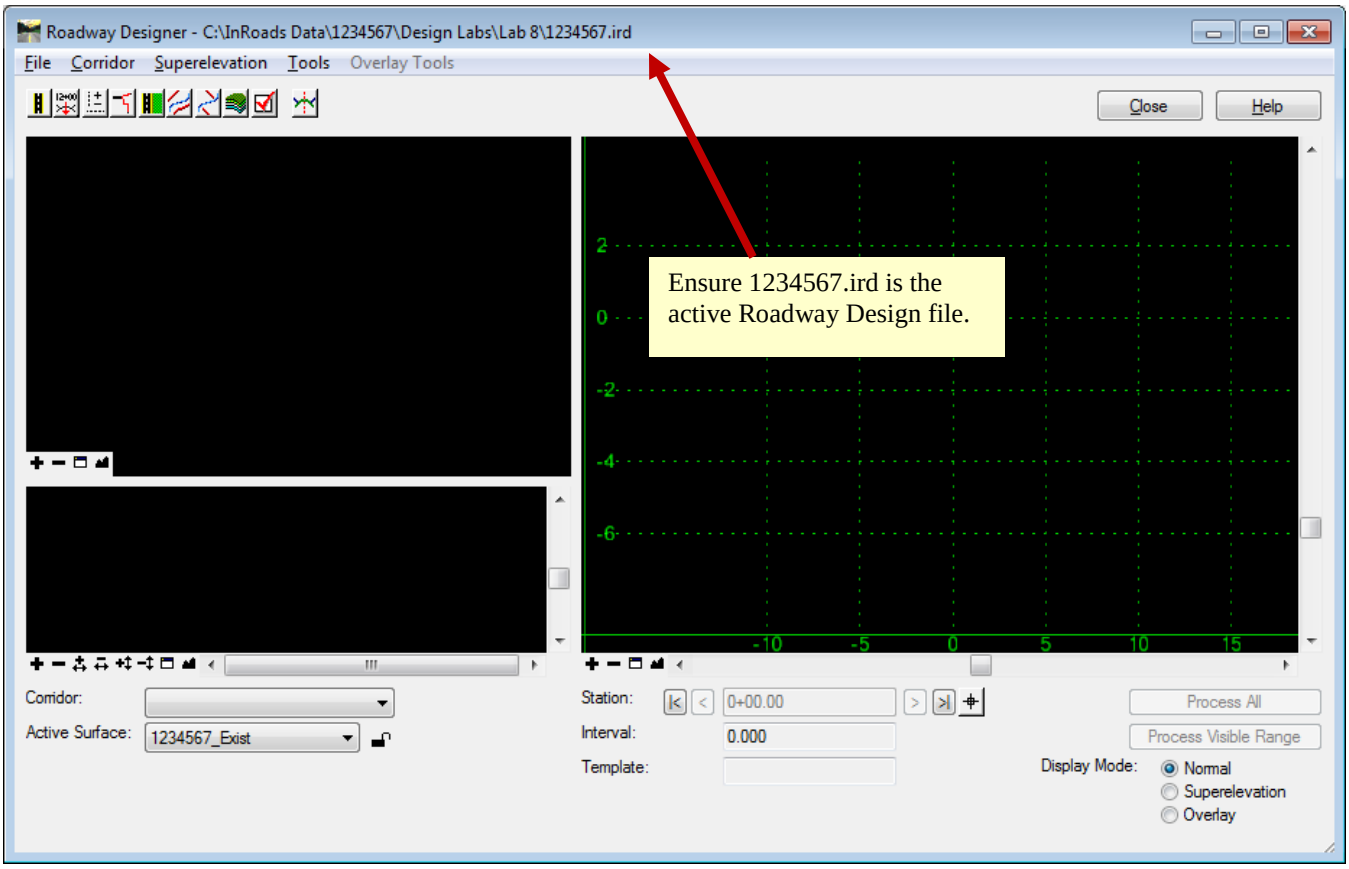

Figure L8-4 Roadway Designer
11.	**Open the Roadway Design file** Even though **1234567.ird** was saved in the previous step - it must still be opened. Open the Roadway Design File **1234567.ird** saved in the previous step. • In the **Roadway Designer**, select **File ► Open**. • Navigate to **C:\InRoads Data\1234567\Design Labs\Lab 8** • Highlight **1234567.ird**, created in the previous step. • Click **Open**. • Verify the **Roadway Designer** menu bar reads **C:\InRoads Data\1234567\Design Labs\Lab 8\1234567.ird** as shown in *Figure L8-4*.